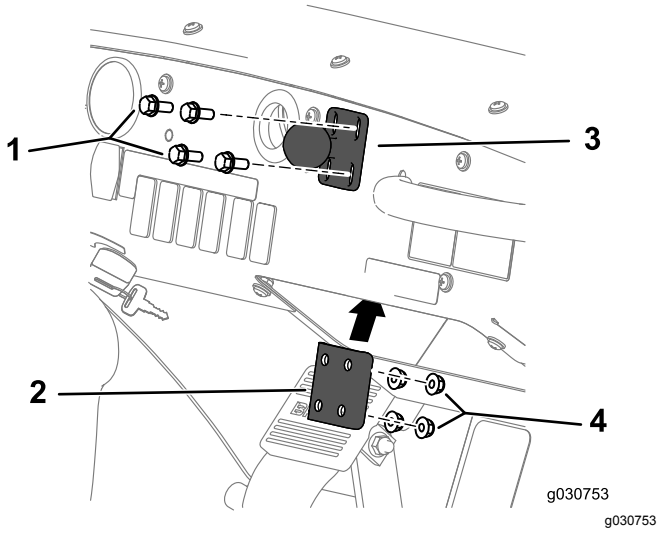

Figur 158
1. Monter kugledrejebeslaget på instrumentpanelet med de 4 bolte (1/4 x 1-1/2 tomme), afstiverpladen og flangelåsemøtrikken (1/4 tomme) som vist i Figur 158.